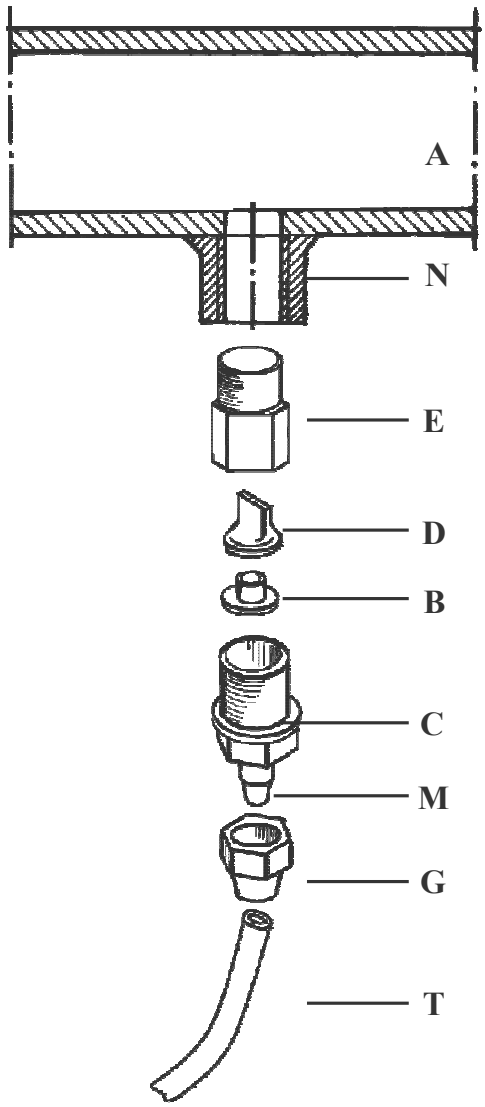

Fig. 6
g. *- Select the most appropriate injection point on a pipe of the plant to be treated and there fit a 3/8" female steel gas thread connector (similar to BSPm). This connector is not supplied with the pump. Screw the injection valve to the gas connector, inserting a gasket as shown in Fig. 6. Then connect the discharge hose to the conical connector on the injection valve and fix it with the supplied tube nut G. The injection valve also acts as no return valve by means of a cilinder sleeve (elastomer, standard supplied in Viton).*
3.1 - INJECTION VALVE INSTALLATION DIAGRAM (Fig. 6)